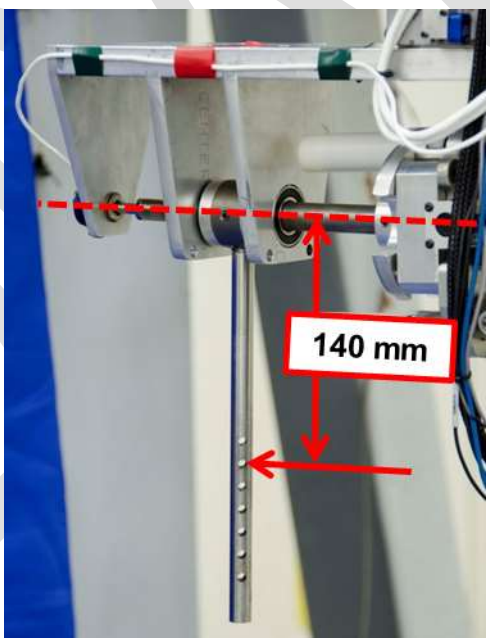

Figure 3-27. Pendulum rod hole position.
3.7.1.12 Slide the 1.5 ± 0.05 kg pendulum weight onto the pendulum rod. Position the weight so that the 10-24 x 1 ½" SHCS can be installed through the weight into the second hole from the top of the rod. This corresponds to 140 mm from the centerline of the shaft assembly (Figure 3-27).